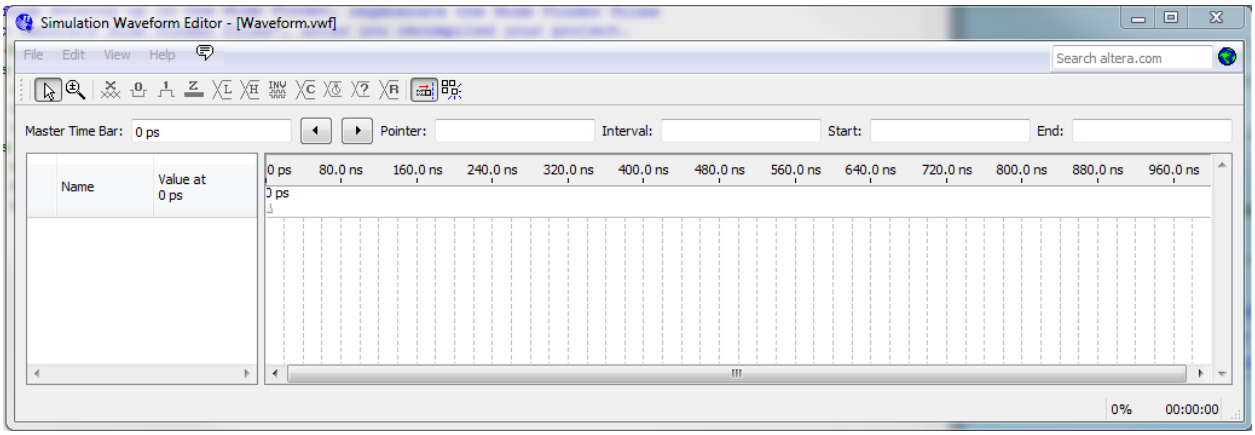

Figure 17. Simulation Waveform Editor.
4. Select **File > New Simulation Input File**. A simulation waveform editor will be displayed as shown in Figure 17.